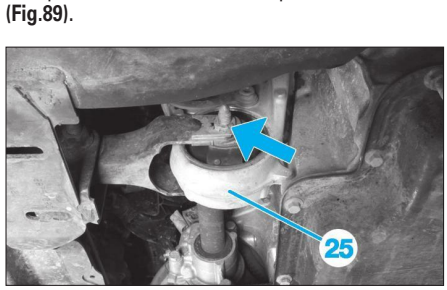

**Fig. 89**
• Déposer la biellette anticouple (25) inférieure **(Fig.89)**.